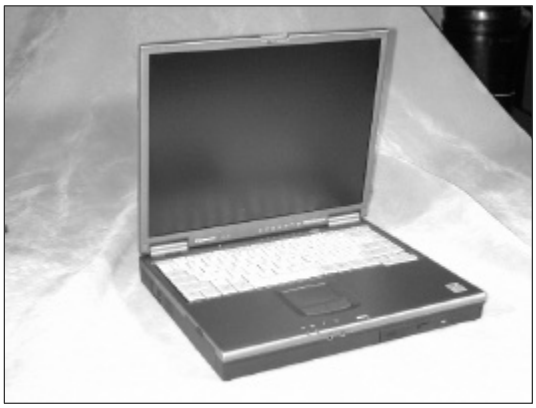

Fig. B.1.1a. Panasonic Toughbook
B.1.1 Panasonic Toughbook, Model CF-47 (Fig. B.1.1a)